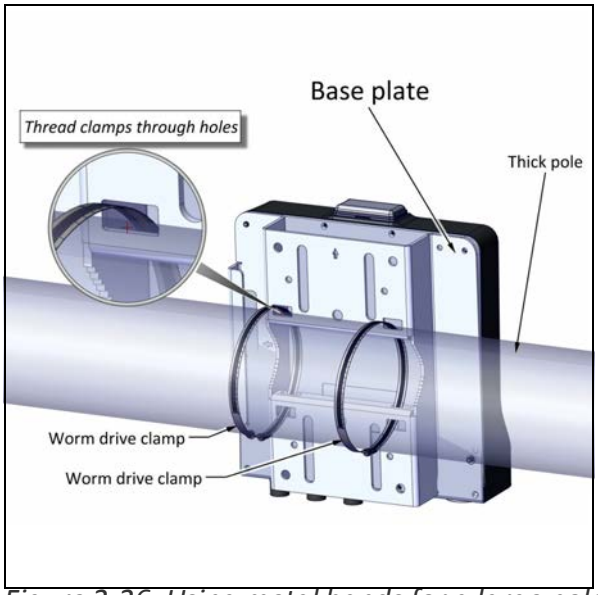
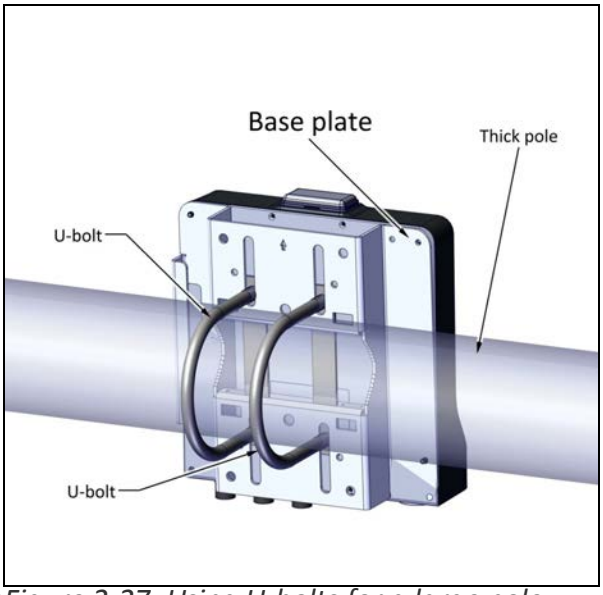

Figure 2-26: Using metal bands for a large pole
Figure 2-27: Using U-bolts for a large pole
1. Diameter larger than 3: Use metal bands (not supplied), threaded through the holes as shown in Figure 2-26, or U-bolts (not supplied), fastened using the holes as shown in Figure 2-27: